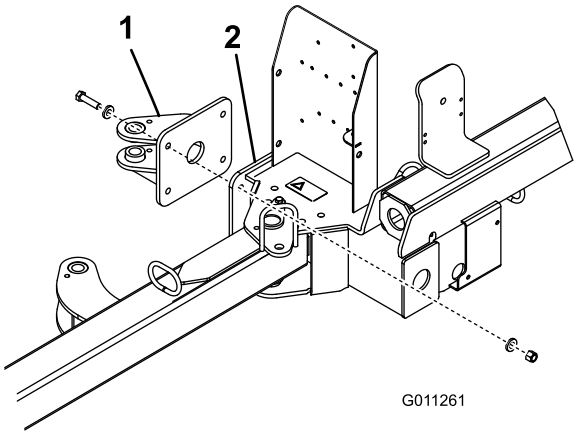

Figur 5
1. Monter den bageste aktuatortap på fejemaskinens stel med (4) bolte på 1/2 x 2 tommer, (8) 0,531 x 0,063 flade spændeskiver og (4) låsemøtrikker på 1/2 tomme. Placer komponenterne som vist i Figur 5.